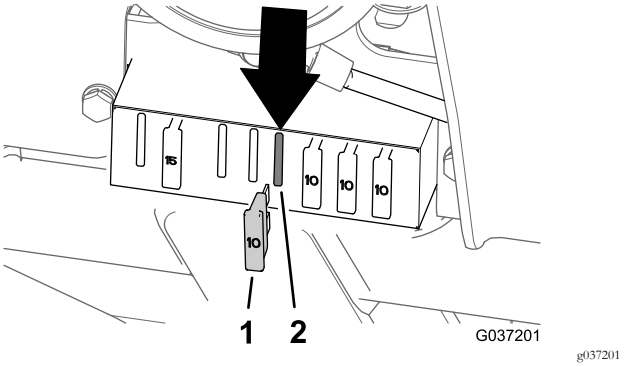

Figuur 38
- Model 30654, 30657 en 30659 – 5e zekeringlocatie van links (Figuur 38)